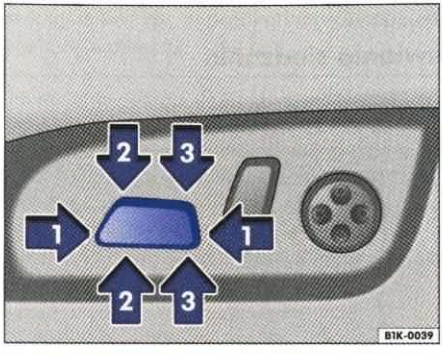

Rys. 61 Wyłącznikiem ustawia się siedzenie w kierunku wzdłużnym i poduszkę siedzenia w zakresie wysokości i pochylenia
– Przesunąć wyłącznik w kierunku strzałki ⇒ rys. 61 (1), aby ustawić przednie siedzenie w kierunku wzdłużnym ⇒ ⚠.
– Przesunąć wyłącznik w kierunku strzałki, aby nastawić pochylenie poduszki siedzenia z przodu (2) albo z tyłu (3). Przesunąć wyłącznik jednocześnie w kierunkach strzałek (2) i (3), aby ustawić wysokość całego siedzenia.
– Nacisnąć powierzchnię (3) wyłącznika (B), aby bardziej wyoblić fragment oparcia siedzenia.
– Nacisnąć powierzchnię (4) wyłącznika, aby zmniejszyć wyoblenie fragmentu oparcia siedzenia.
– Nacisnąć powierzchnię (5) wyłącznika, aby przesunąć podparcie kręgów lędźwiowych w dół.
– Nacisnąć powierzchnię (6) wyłącznika, aby przesunąć podparcie kręgów lędźwiowych w górę.
- Wyłącznikiem ⇒ rys. 61 można płynnie zmieniać ustawienie wzdłużne siedzenia i ustawienie wysokości poduszki siedzenia. Poduszka siedzenia może się przy tym pochylić albo całkowicie zmienić wysokość.